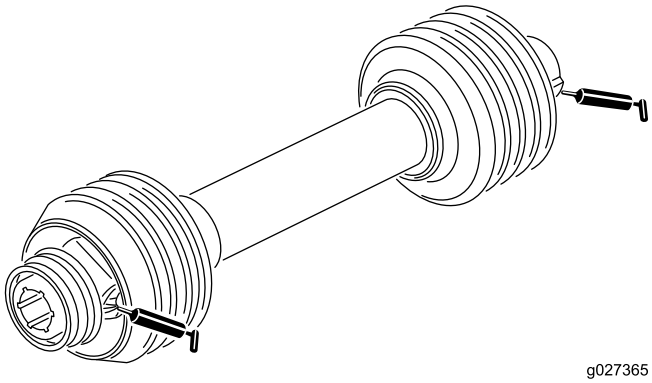

Figura 10
2. Engrase los engrasadores de los cojinetes del eje del ventilador según se muestra en Figura 10 con grasa de litio Nº 2.
Engrase los 2 engrasadores del árbol de transmisión de la manera ilustrada en Figura 10 con grasa de litio Nº 2.